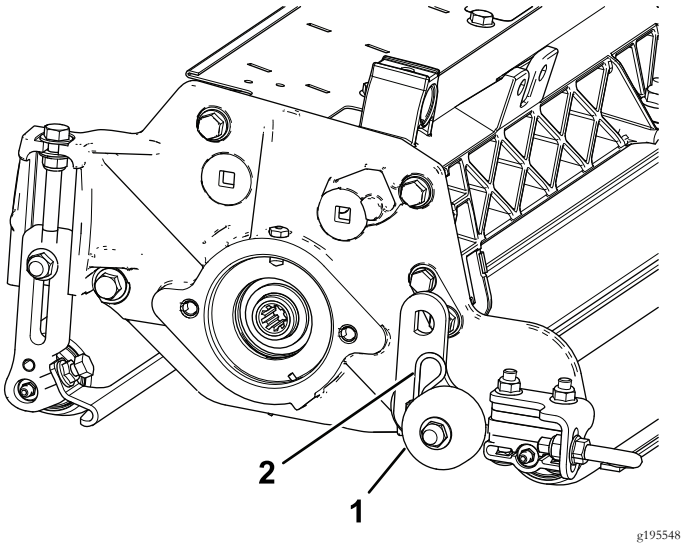

Figuur 4
2. Bevestig een transportrolbeugel aan de pen van elke zijplaat met een borgpen (Figuur 4).